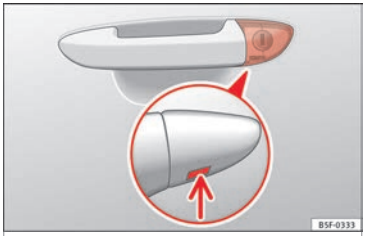

Fig. 196 Driver door handle: Hidden lock cylinder
- Insert the key shaft into the opening in the cover on the driver door handle from below ››› Fig. 196 (arrow) then remove the cover upwards.